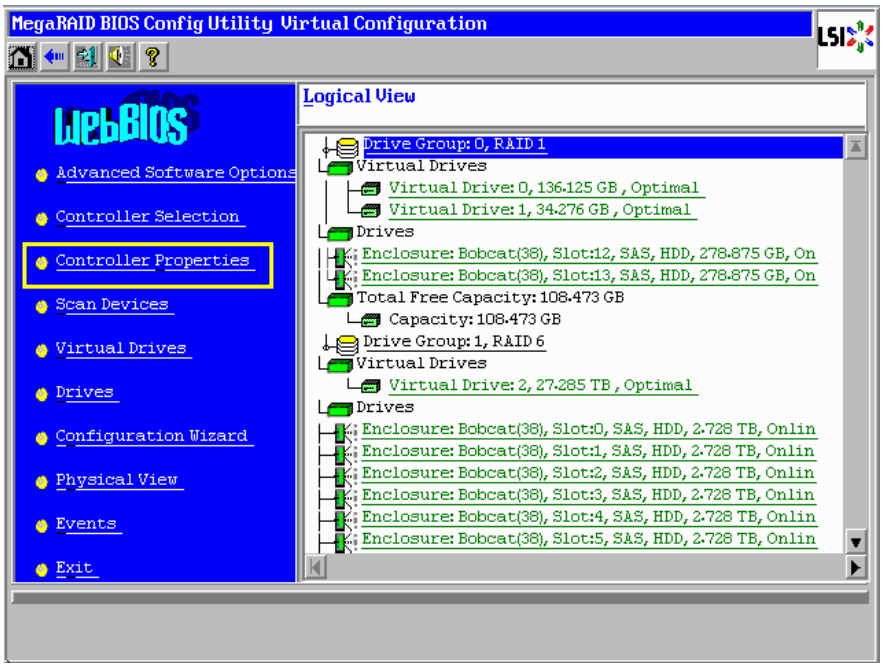

Figure B.2.8-3 Main Menu window
(5) The main menu window is displayed as shown in Figure B.2.8-3.